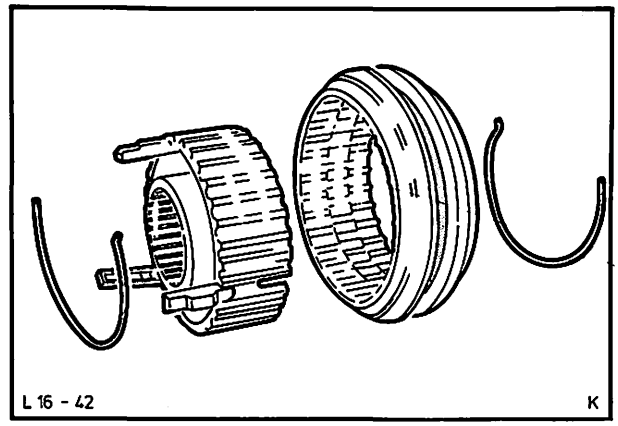

Abb. 55 Synchronkupplung zerlegt
24. Synchronkupplung 3./4. Gang zerlegen. Schaltring abziehen, Synchronriegel und Federn entfernen, Abb. 55.